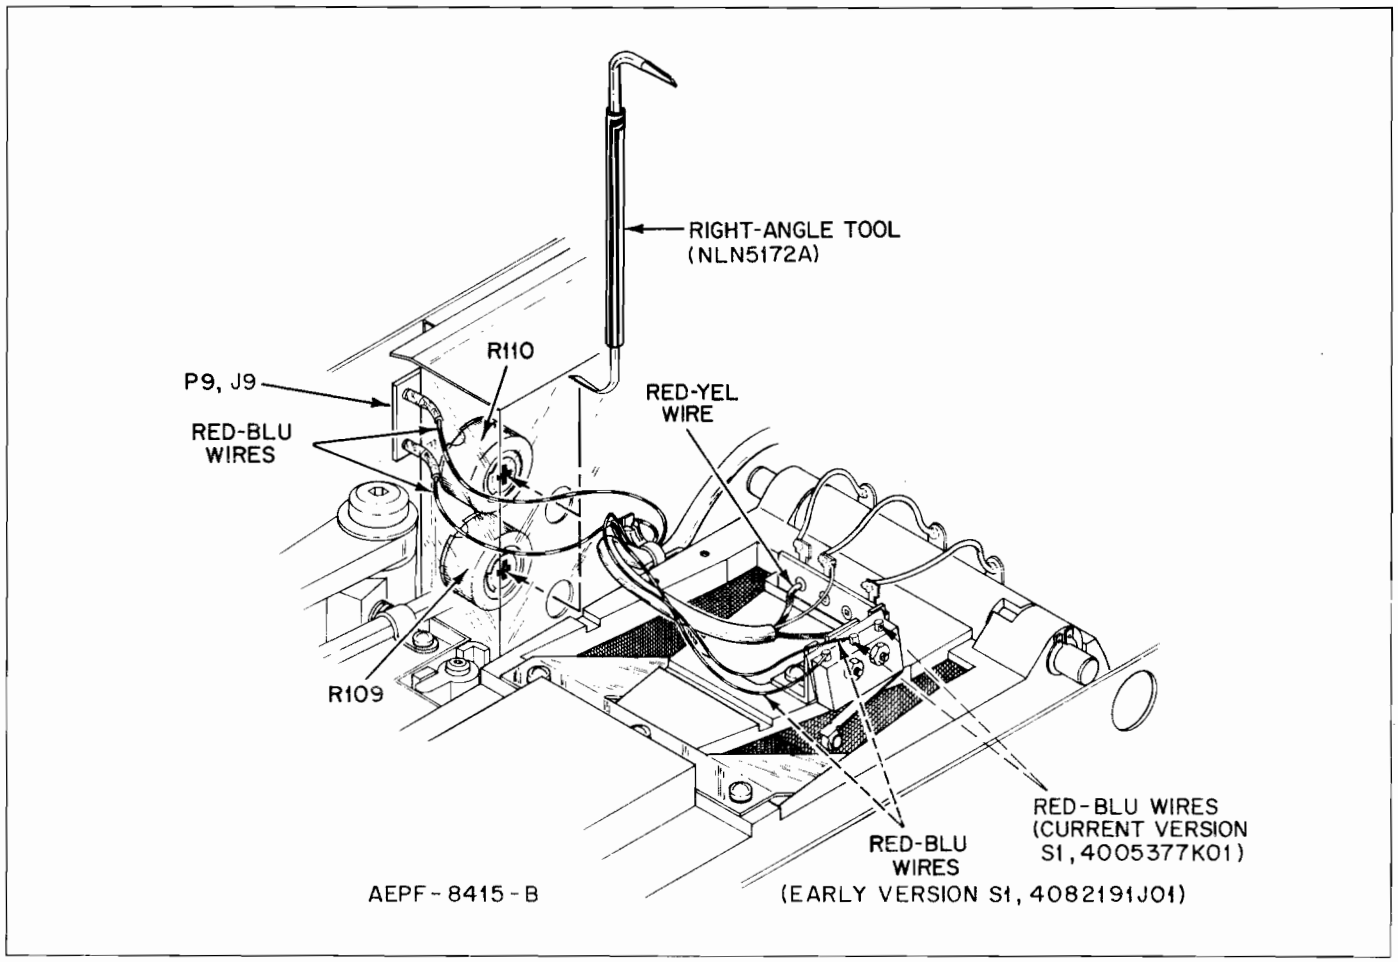

Figure 11. Charging Current Adjustment—Wire Location Detail
(1) If an option board is used, unplug J6 and J7 from the connector board.
(2) Slide the option board up and away from the chassis.
(3) Reconnect J6 to P6 on the connector board.
(4) Locate the red-yellow wire connected to the terminal strip on the console pocket (See Figure 11). Unsolder the wire from the terminal strip.
(5) Solder the 0.1Ω resistor between the terminal strip and the red-yellow wire.
(6) Locate the two red-blue wires (J9-1, J9-2) connected between P9-1, P9-2 of the charger board and pocket switch S1, and unplug a red-blue wire from the charger board.
(7) Connect the digital voltmeter across the 0.1Ω resistor and set its range switch to 0.1V.
(8) Insert an "omni" radio into the console pocket and turn on the radio.
(9) Connect the power cable of the console (red wire to A+ and black wire to A−) to the power supply and adjust its output for 13.8Vdc.
(10) Connect the ignition switch lead (orange) of the console power cable to the positive terminal of the power supply.
(11) The digital voltmeter should indicate 0.02Vdc. If not, use a right-angle tuning tool and adjust R109 on the charger board for a reading of 0.02Vdc as indicated on the digital voltmeter (See Figure 11).
(12) Locate the red-blue wire disconnected in step (6) and plug it back into the charger board.
(13) Adjust R110 on the charger board for a 0.04Vdc.
(14) Remove the portable radio from the console. Disconnect the console from the power supply, and remove the 0.1Ω resistor. Reconnect the red-yellow wire to the terminal strip, and reinstall the option board (if used).